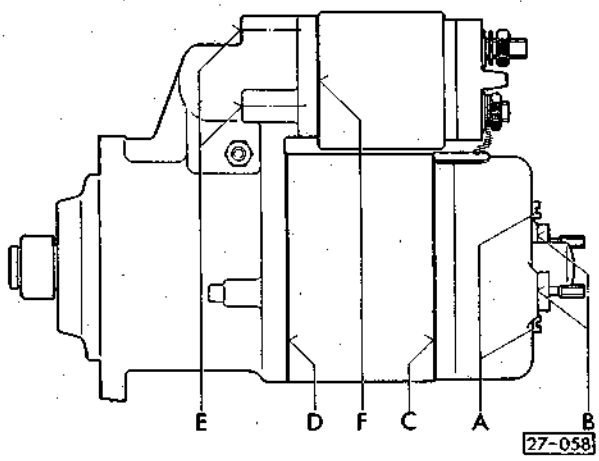

Fig. 3 Etanchement des plans de joint et des orifices.
Etanchement avec D 3 – fig. 3 (F)
Etanchement avec D 3 – fig. 3 (C, D)
Etanchement avec D 3 – fig. 3 (A)
Etancher l'orifice avec D 3 – fig. 3 (B)